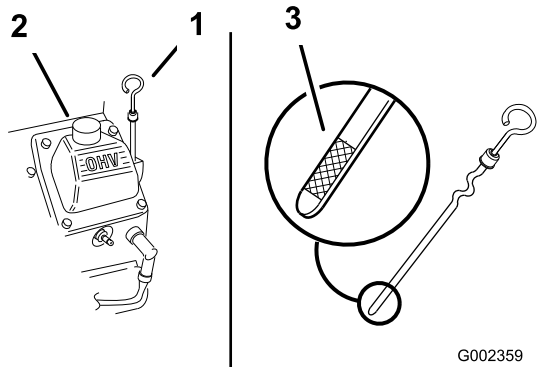

Figur 23
3. Gör rent omkring oljestickan (Figur 23) så att smuts inte kan falla ned i påfyllningshålet och orsaka motorskador.
4. Skruva loss oljestickan och torka ren änden (Figur 23).
5. Stick ned oljestickan så långt det går i påfyllningsröret, men skruva inte fast den (Figur 23).
6. Häll långsamt i cirka 80 % av den angivna oljan i påfyllningsröret (Figur 23).